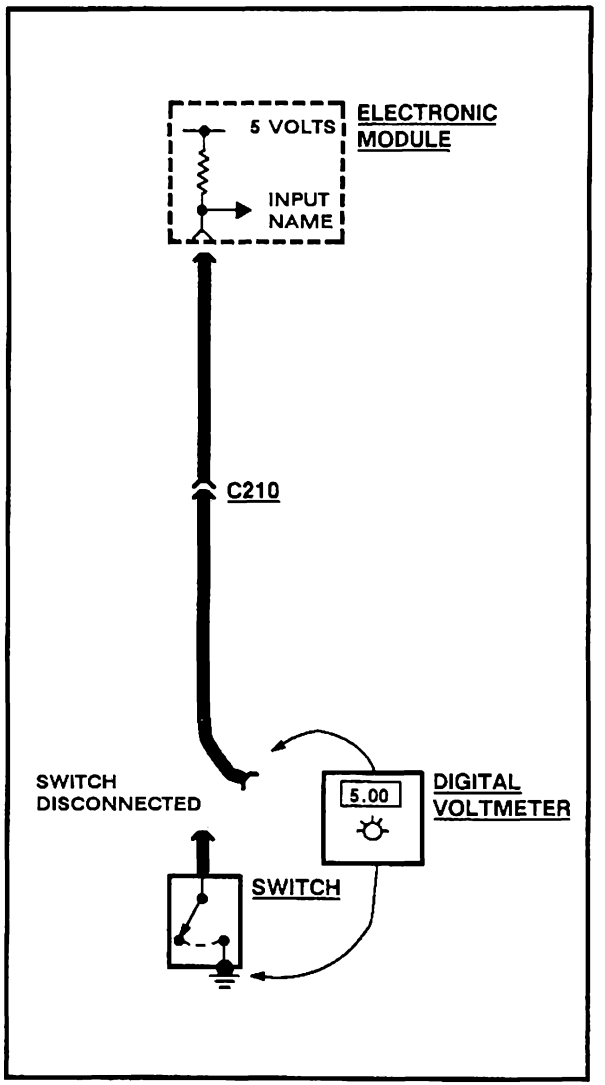

Figure 4
4. A quick test of wire continuity can often be made using the input voltages of solid state modules. (See Figure 4)